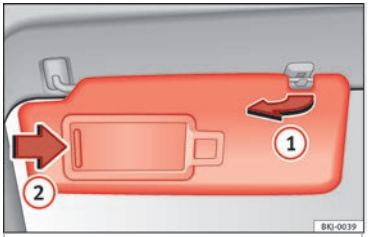

Fig. 127 Sun visor on the driver side.
- The sun visor can be pulled out of its mounting and turned towards the door ››› Fig. 127 (1).